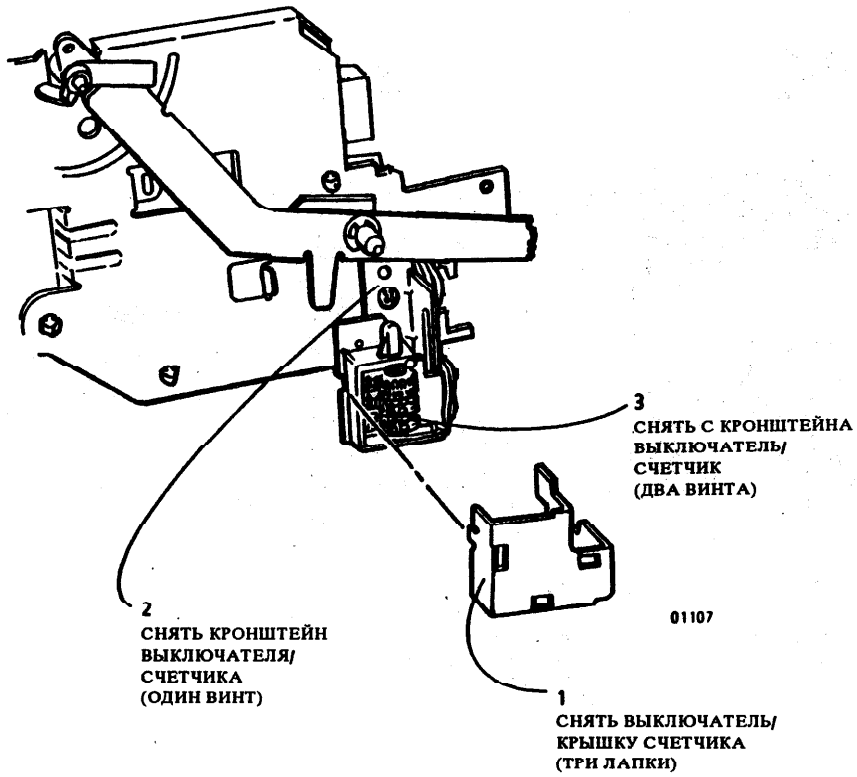

Рис. 1 Снятие выключателя кассеты печати/счетчика
2. (Рис. 1): снять кронштейн выключателя/счетчика с модуля платы, а затем выключатель / счетчик с кронштейна.